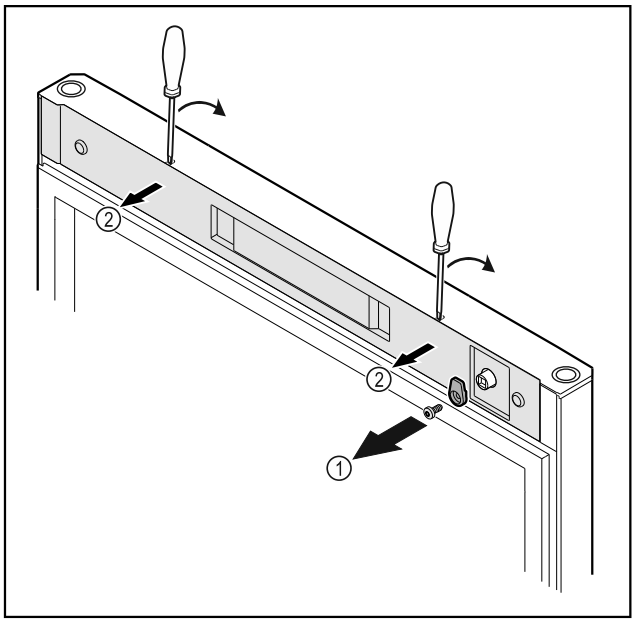

*Fig. 8*
▶ Deșurubați *Fig. 8 (1)* cârligul de închidere.
▶ Deblocați apărătoarea *Fig. 8 (2)* cu o șurubelniță mică și detașați-o.